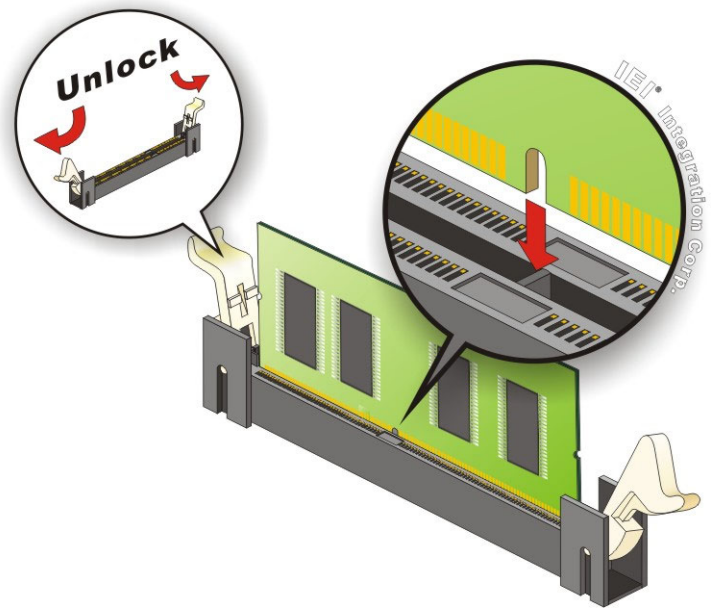

Figure 4-6: SO-DIMM Installation
To install a SO-DIMM, please follow the steps below and refer to **Figure 4-6**.
Step 1: **Open the SO-DIMM socket handles**. Open the two handles outwards as far as they can. See **Figure 4-6**.
Step 2: **Align the SO-DIMM with the socket**. Align the SO-DIMM so the notch on the memory lines up with the notch on the memory socket. See **Figure 4-6**.
Step 3: **Insert the SO-DIMM**. Once aligned, press down until the SO-DIMM is properly seated. Clip the two handles into place. See **Figure 4-6**.